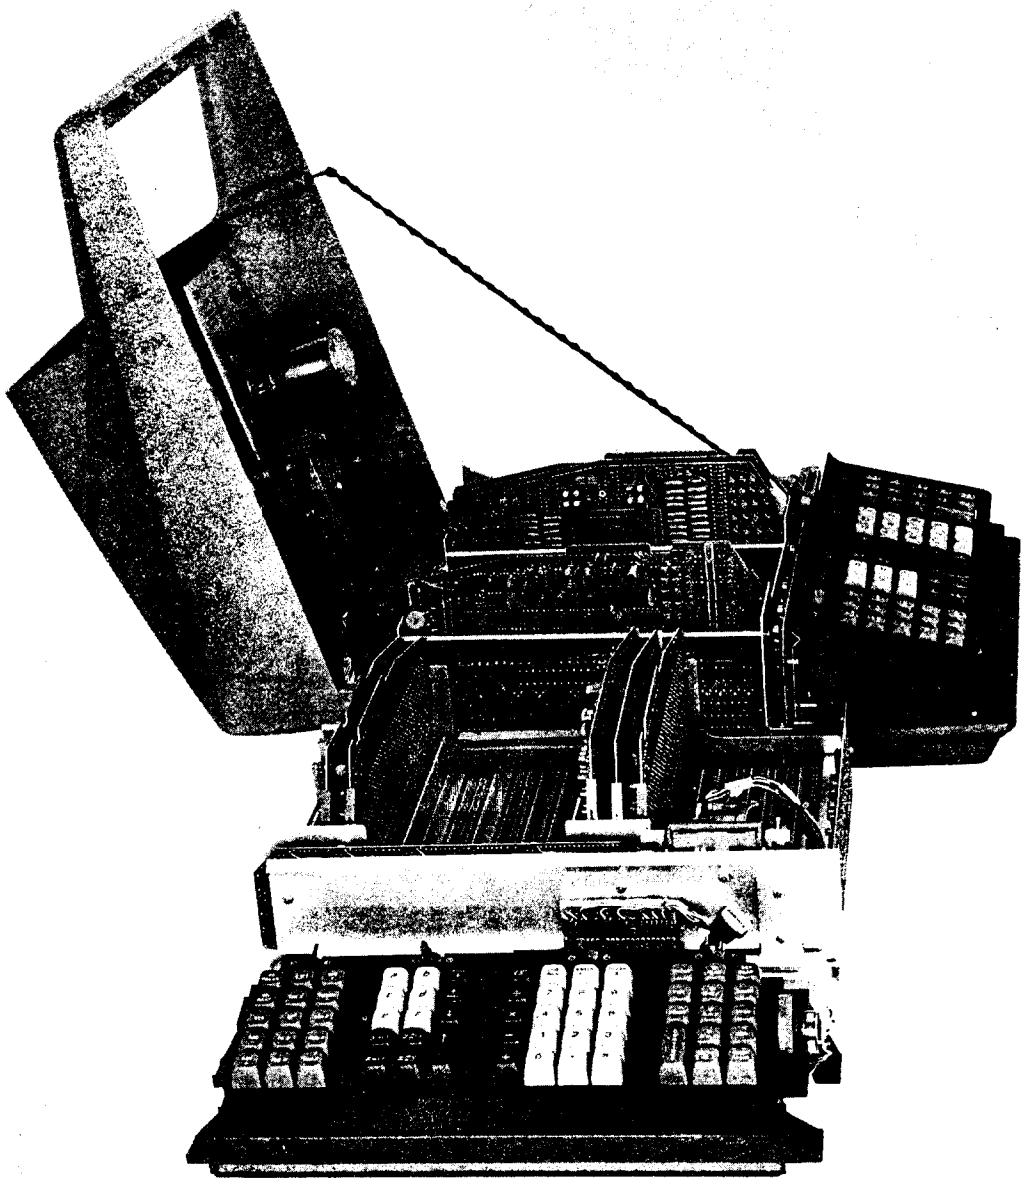

Figure 15. Checking the Bottom Assembly
2. PRIOR TO REMOVING THE A5 ASSEMBLY FROM THE CALCULATOR UNDER TEST, CONNECT THE KIT'S ASSEMBLIES AS SHOWN IN FIGURE 15, BORROWING ONE A2 ASSEMBLY FROM THE CALCULATOR UNDER TEST TO MAKE THE KIT COMPLETE. IN THIS CONFIGURATION, ONLY THE TOP CASE ASSEMBLIES AND THE POWER OFF-ON SWITCH OF THE CALCULATOR UNDER TEST ARE BEING USED.